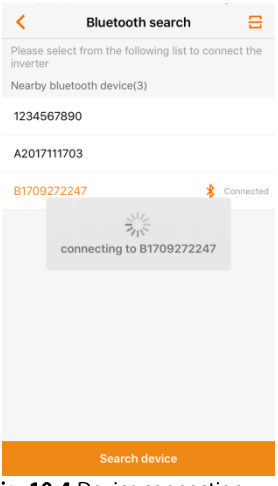

Fig. 10-4 Device connection
Step 3 Select the Bluetooth device to be connected according to the serial number on the nameplate to establish a connection, as shown in Figure 10-4.